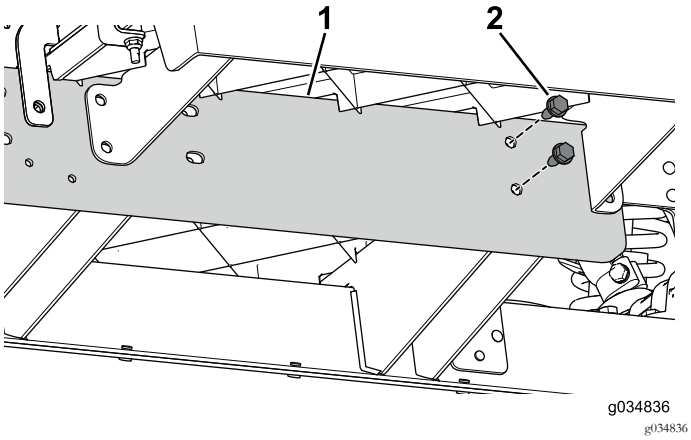

Figura 71
3. Utilizzate i 2 bulloni (5/16" x ¾") per montare, senza serrarla, la guida dell'estensione sul canale centrale sulla sezione anteriore della macchina (Figura 71).